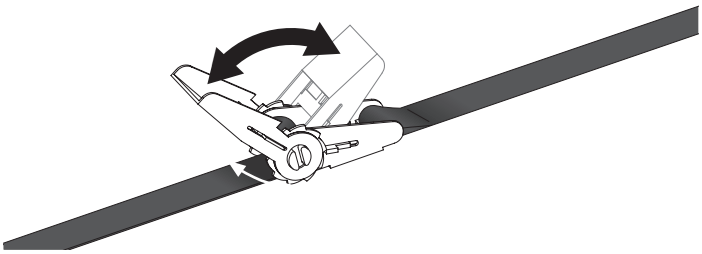

FIGURE 12C
c. Use the ratchet to tighten the strap to tree. The tightened strap will stabilize the stand to tree and prevent movement. **SEE FIGURE 12C.**